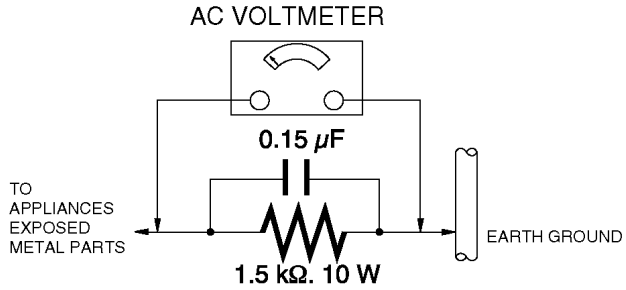

Figure. 1
1.3. Leakage Current Hot Check (See Figure. 1) ---------- 4
1.3. Leakage Current Hot Check (See Figure. 1)
2. Connect a 1.5 kΩ, 10 W resistor, in parallel with a 0.15 μF capacitor, between each exposed metallic part on the set and a good earth ground, as shown in Figure. 1.